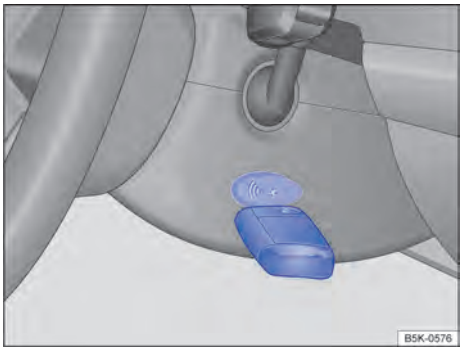

Fig. 93 À direita na coluna de direção: função de partida de emergência em veículos com sistema de travamento e de partida Keyless Access sem chave.
– Manter a chave do veículo diretamente após pressionar o botão de partida à direita da coluna de direção → Fig. 93.